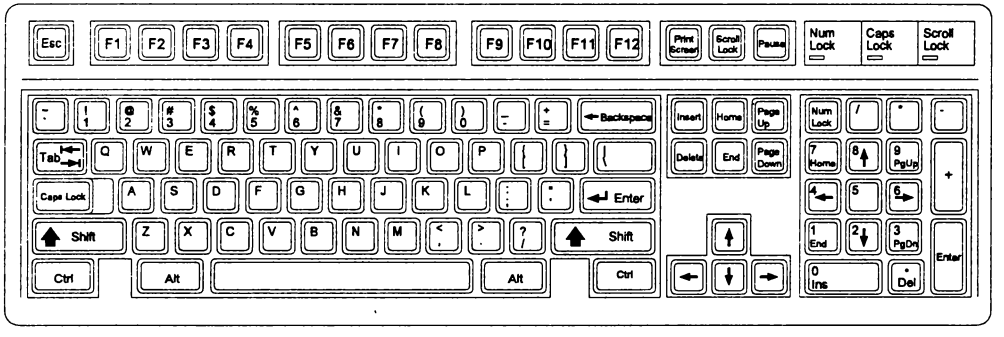

Рис. 7.3. 101-клавишная клавиатура
Расширенная 101- и 102-клавишная клавиатуры. В 1986 году фирма IBM выпустила *корпоративную* расширенную 101-клавишную клавиатуру для новых моделей XT и AT (рис. 7.3). Эта клавиатура впервые появилась в моделях RT PC фирмы IBM, которые являются RISC-компьютерами (Reduced Instruction Set Computer — компьютер с ограниченным набором команд). Такая клавиатура теперь поставляется фактически с каждой системой и терминалом фирмы IBM. Многие другие компании быстро скопировали эту модель, и очень скоро она стала стандартной для всех IBM-совместимых систем. Раскладка этой универсальной клавиатуры лучше 84-клавишной, за исключением, возможно, одного — клавиша <Enter> опять стала меньше. 101-клавишная клавиатура разработана в соответствии с международными требованиями и правилами. Фактически, такие фирмы, как Digital Equipment Corporation (DEC) и Texas Instruments (TI), уже использовали клавиатуры, аналогичные 101-клавишной модели IBM. Первоначально 101-клавишные устройства выпускались как со светодиодными индикаторами, так и без них, в зависимости от того, для какого компьютера (XT или AT) они предназначались. Сейчас есть много вариантов клавиатур, в том числе и с интегрированными устройствами позиционирования (манипуляторами).